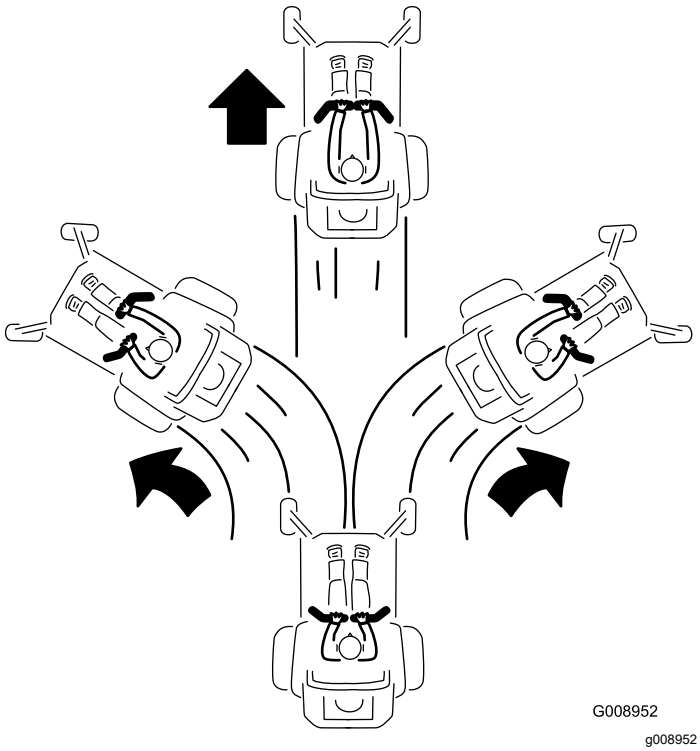

Figure 31
3. Pour vous déplacer en marche avant, poussez lentement les leviers de commande de déplacement vers l'avant (Figure 31).